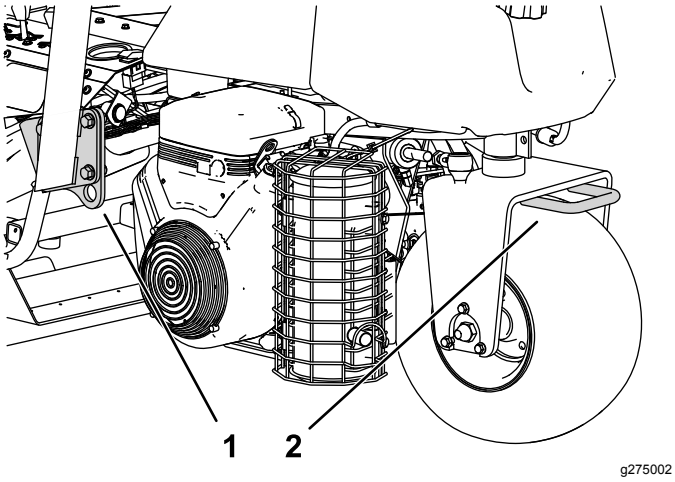

Figur 28
- Fest maskinen godt med stropper, kjetting, kabel eller tau. Både den fremre og den bakre stroppen må ledes nedover og utover fra maskinen (Figur 28).